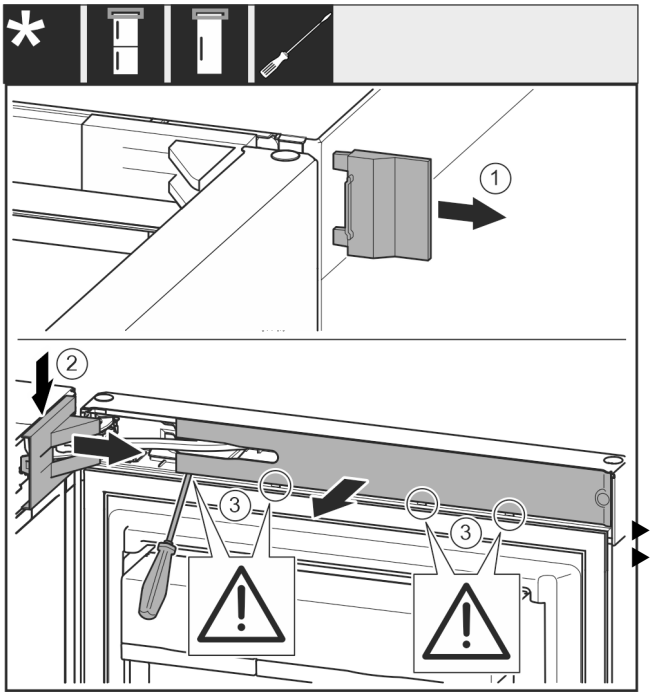

Fig. 10
▶ Scoateți capacul *Fig. 10 (1)*.
▶ Deblocați și desfaceți capacul suportului de lagăr *Fig. 10 (2)*.
▶ Scoateți capacul suportului de lagăr *Fig. 10 (2)*.
▶ Deblocați masca *Fig. 10 (3)* cu șurubelnița plată și pivotați-o în lateral.